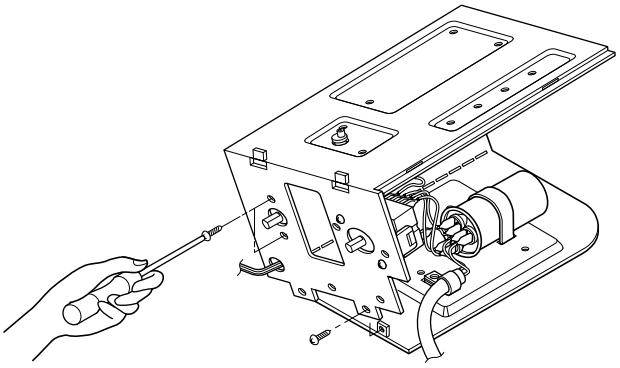

**Figure 13**
5. Remove the thermostat. (See Fig. 13)